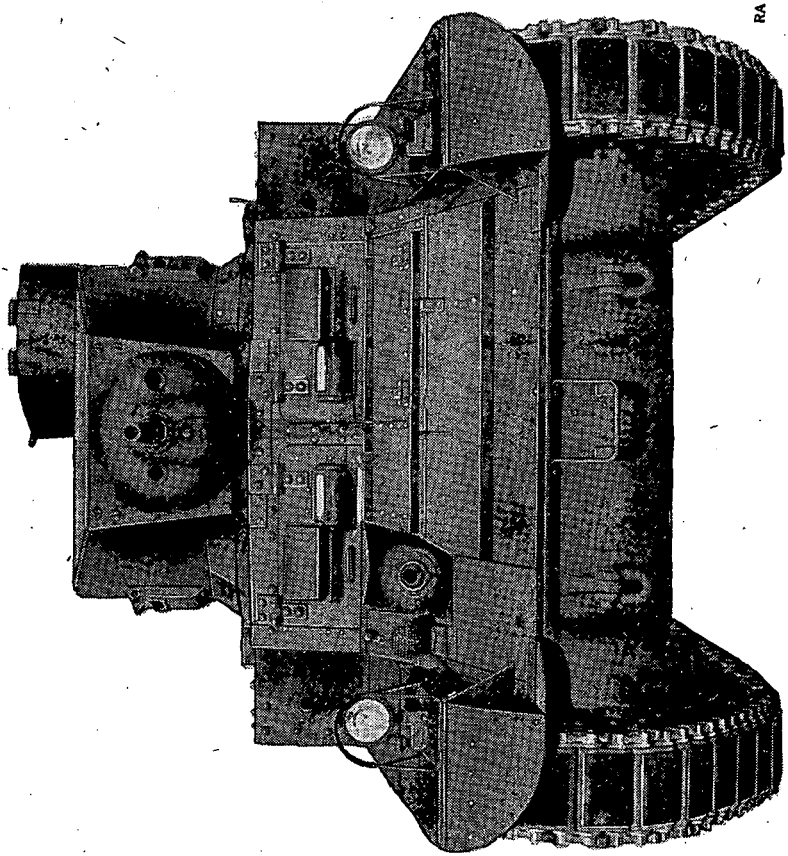

FIGURE 84.—Later series light tank M3, showing protectoscope doors and rolled turret.
b. Doors.—Two hinged doors, located in the rear of the hull, provide access to the engine compartment. The bow gunner and driver each have forward vision through peephole protectors and protectoscopes located in the front doors, which are hinged at the top and swing upward (fig. 84). Entrance to the fighting compartment is effected through the door or doors in the roof of the turret, or by opening both the driver's front door and the door hinged on the front sloping armor plate immediately above and in front of the driver's seat.